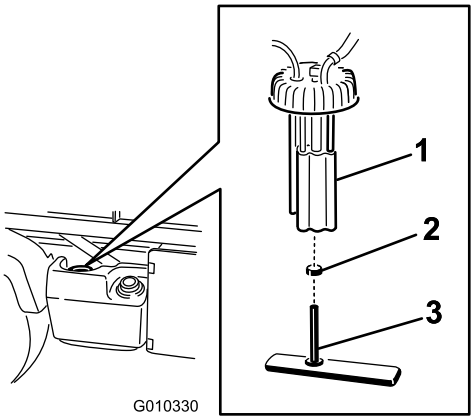

Figur 57
2. Tag ledningsnetstikkene ud af brændstofpumpen (Figur 57).
3. Løsn slangeklemmen og frakobl brændstofrøret fra brændstofpumpedækslet (Figur 57).
4. Skru brændstofpumpens dæksel af øverst på brændstoftanken (Figur 57).
5. Tag brændstofpumpesamlingen og brændstoffilteret af tanken (Figur 57.
6. Fjern klemmen, som fastgør brændstoffilterslangen til brændstofpumpefittingen (Figur 57).
7. Fjern slangen fra monteringen (Figur 57).